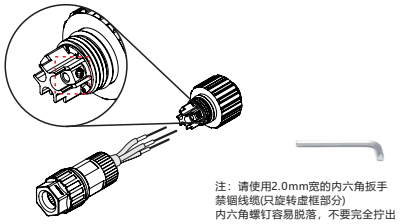

图 4.18 连接电缆线
b) 将黄绿线固定到接地端，将红线（或褐色线）固定到火线端，将蓝线（或黑线）固定到零线端，紧固连接器上的螺丝（如图4.18所示）。请轻拽线缆以确保连接稳固。